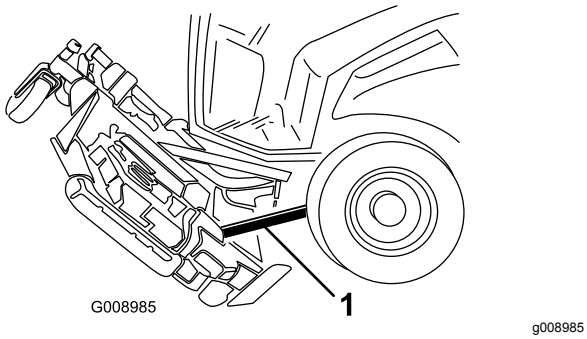

Figur 125
6. Kil en træklods mellem skjoldets bagende og maskinen (Figur 125).